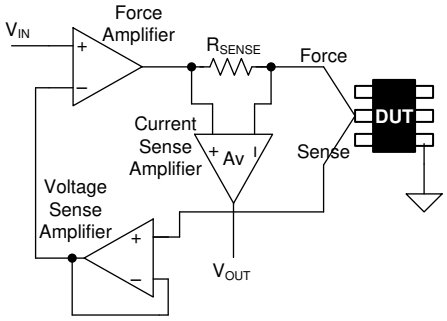

图 7-1. PMU 中的 FVMC 测量
图 7-1 展示了 FVMC 配置中 PMU 的简化示意图。控制环路由强制放大器和构成反馈路径的电压检测放大器（本例中为单位增益）组成。通过检测流经与 DUT 串联的检测电阻器 (R_{SENSE}) 的电流，可测量流经 DUT 的电流。增益为 Av 的电流检测放大器在其输出端产生电压 (V_{OUT})，该电压随后可由 ADC 测量。只要强制放大器未达到极限（例如，$I_{DUT} \times R_{SENSE} \times Av$ 保持在强制放大器的输入电压范围内），DUT 引脚上产生的电压就会保持在输入电压水平 (IN)。根据要测量的 DUT 电流水平，需要为电流检测放大器配置不同的增益设置。